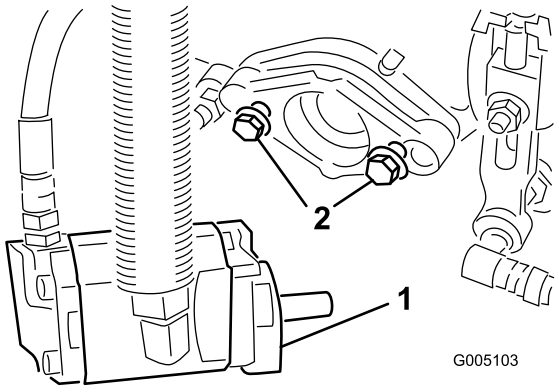

Bild 10
6. Lassen Sie ungefähr 13 mm Gewinde an jedem Befestigungsbolzen des Spindelmotors sichtbar (Bild 10).
8. **Ziehen Sie die Befestigungsschrauben fest** (Bild 10).